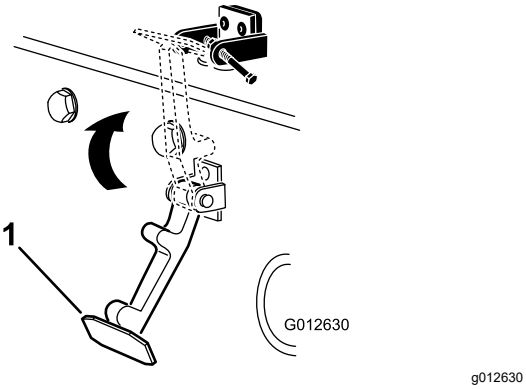

**Figur 15**
6. Kroka fast spärren på motorhuvslåsfästet (Figur 15).